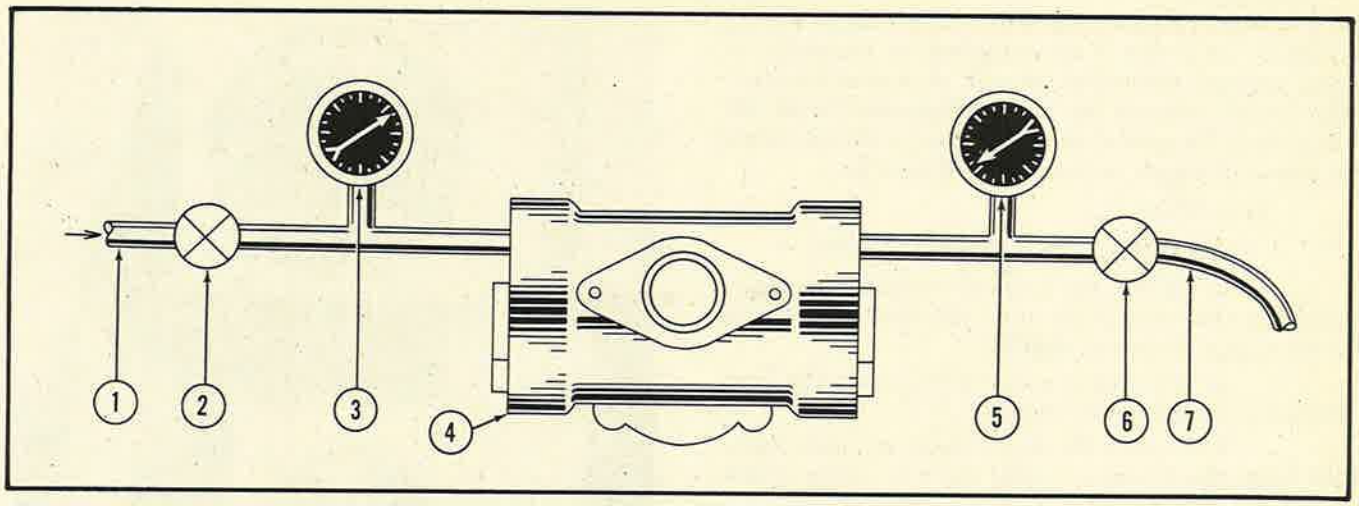

Figure 436B—Test Procedure for Windshield Wiper Motor
1. OPERATION AND LOW-PRESSURE TEST: Mount the motor rigidly on the test stand and set up the test equipment as shown in figure 436B. Open the return line restrictor wide. Then open the supply line restrictor valve slowly until the motor starts running. Adjust both restrictor valves until the supply pressure is 120 psi and the return pressure is 30 to 50 psi. Operate unit for five minutes under these conditions. Check for proper operation and for external leaks at all plugs, seals, or through the casting.